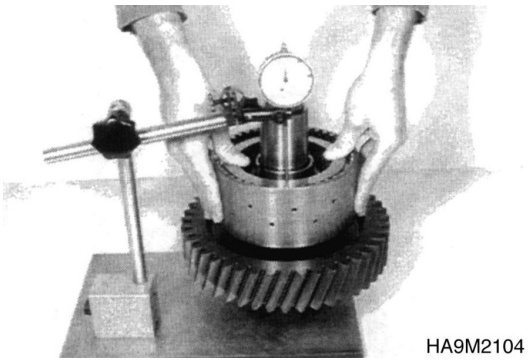

Figure 210
11. Press on the end shim with about 100 N (10 kg), apply dial indicator and set it at zero (Figure 210).